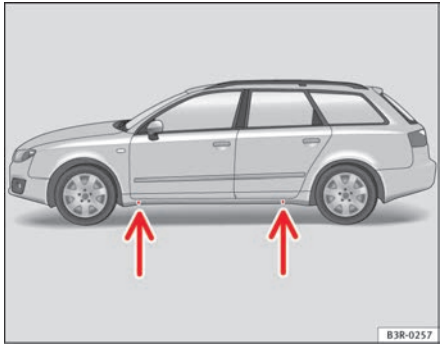

Fig. 190 Changing the wheel: The jacking points
– Position the vehicle jack under the door sill at the **jacking point** closest to the wheel being changed ⇒ fig. 190 -arrows-.
Recesses at the front and rear of the door sills mark the jacking points ⇒ fig. 190 -arrows-. There is only *one* jacking point for each wheel. Do not fit the jack anywhere else.